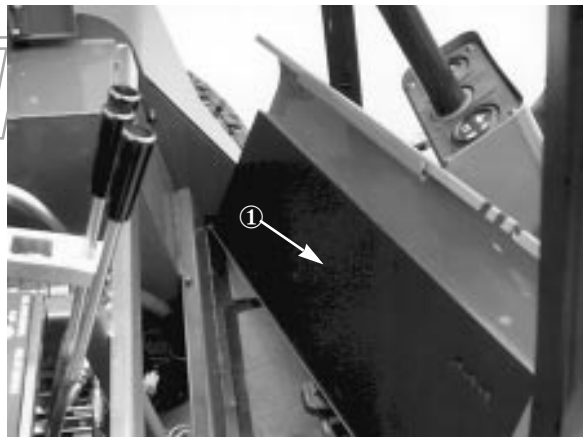

Figure 17
3. Relever et déposer le panneau avant (Fig. 17).